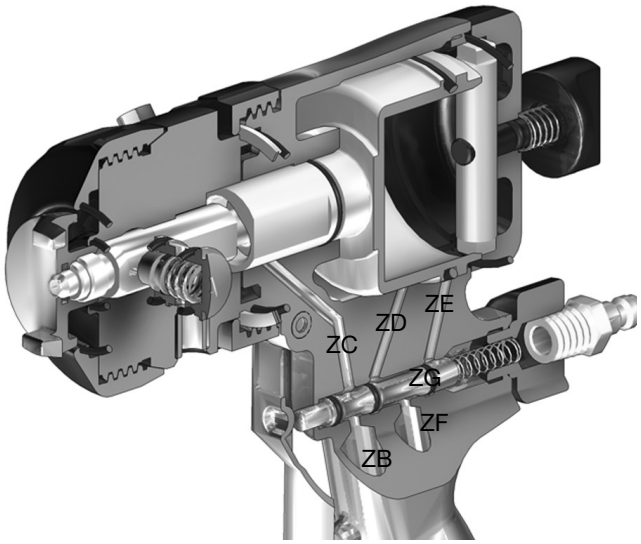

AFB. 1 Doorgangen pistoolhandgreep
2. Reinig de doorgangen in de vloeistofbehuizing en handgreep waar nodig met boren. Zie **Tabel 1 en AFB. 1** voor de diameter en locatie van de doorgangen.